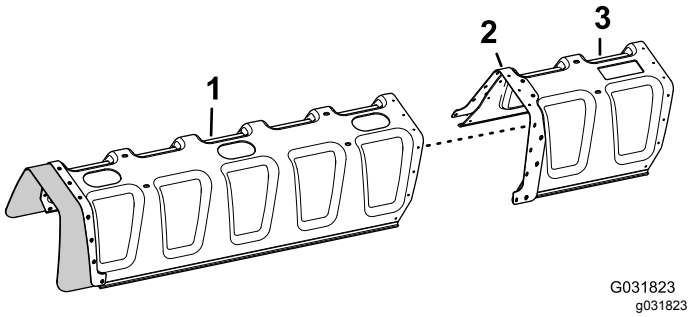

Figur 147
3. Innrett hullene i forsterkningsplaten (dobbel rad) på dekselutvidelsen med hullene i enden av bomdekslet med elleve dyser (Figur 147).